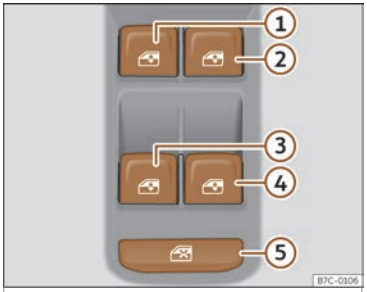

Fig. 89 Detall de la porta del conductor:comandaments per a les finestretes.
Mitjançant el comandament de seguretat ››› **fig. 89** ⑤ de la porta del conductor podeu desactivar les tecles dels alçavidres de les portes del darrere.